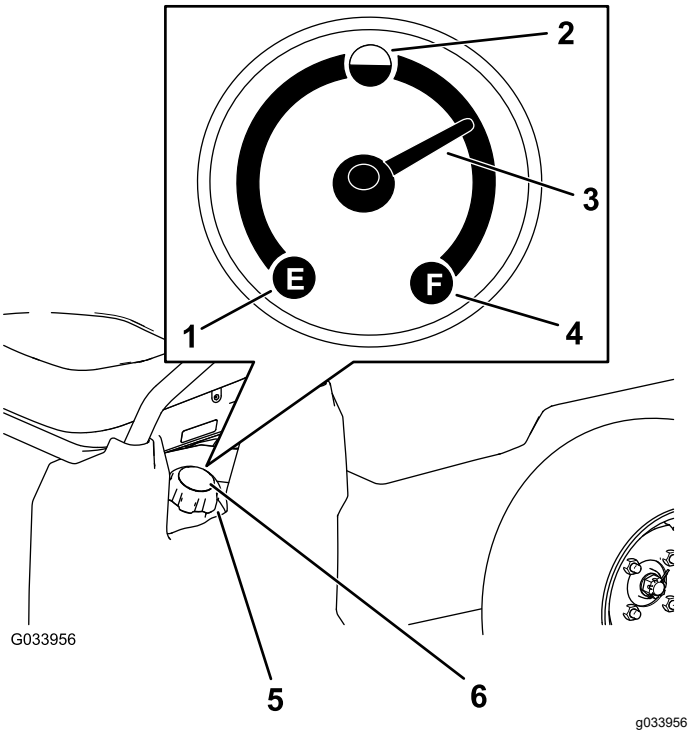

Figur 14
4. Rengør området omkring brændstoftankens dæksel (Figur 14).